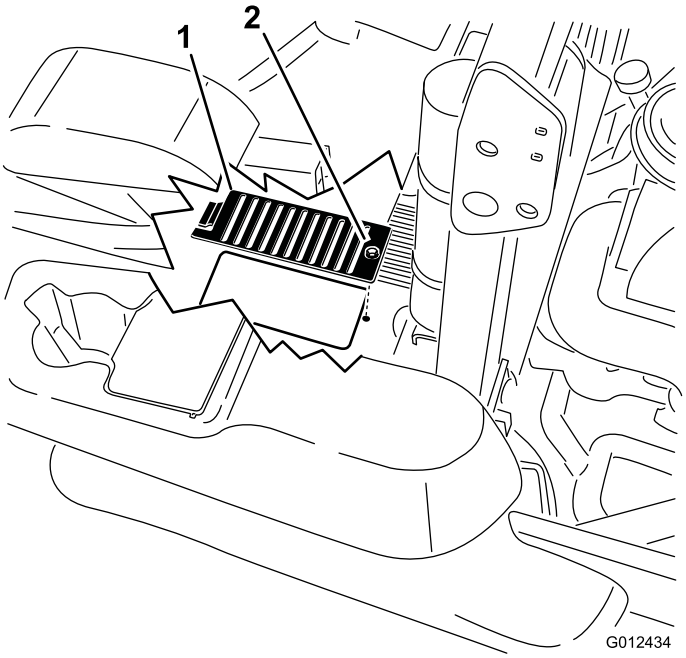

**Figur 71**
6. Fjern dækslet og bolten på dækslet over hver målepind. Rengør omkring hver målepind og hydraulikenhed (Figur 71).